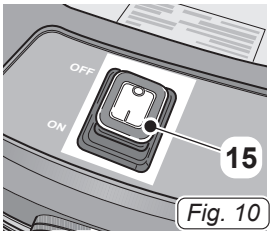

Fig. 10
- Установите выключатель (15, рис. 10) в положение «ON», ; выключатель будет подсвечиваться.